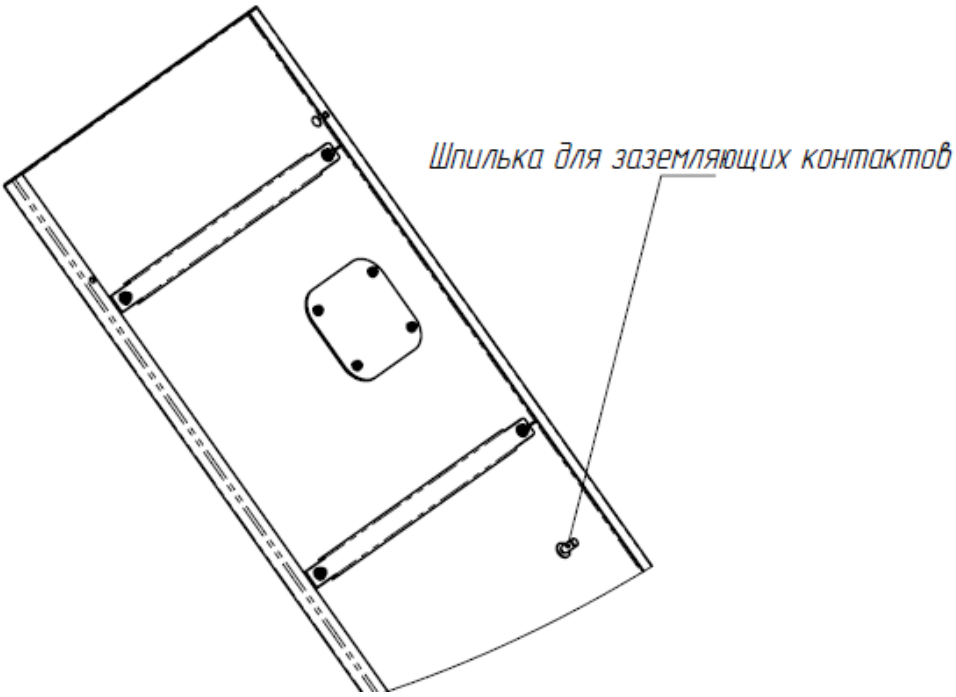

Рисунок 18- Расположение шпилек боковой панели
- на панели боковой индикации (Рисунок 18)